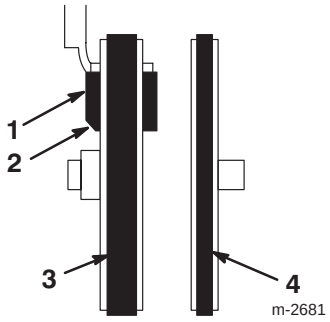

Figur 34
17. Se till att bromsklossen är rätt monterad på bromsarmen. Sätt den vinklade kanten på bromsklossen som visas i figur 34.
13. Se till att bromsklossen är rätt monterad på bromsarmen. Sätt den vinklade kanten på bromsklossen som visas i figur 34.